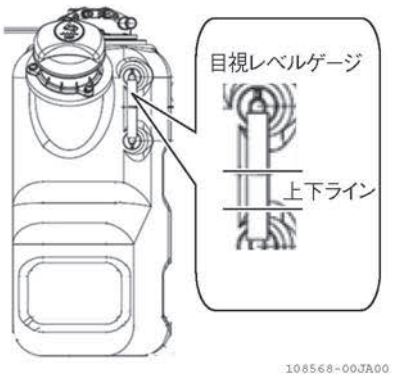

図 4-156
4. 目視レベルゲージを確認しながら、注水口から注意深く尿素水をタンクに注ぎます。（図4-156）